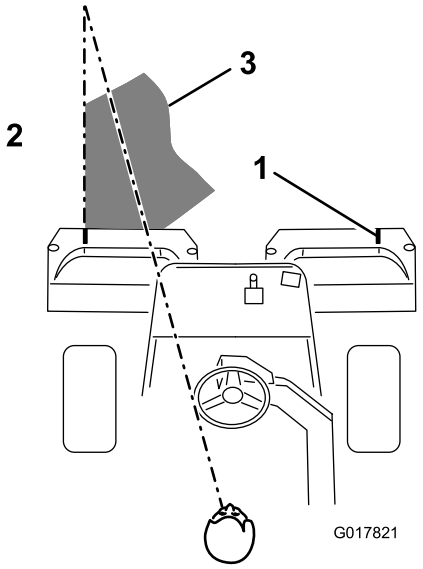

Figur 38
3. Overlapp den forrige retursnarveien minimalt. For at du skal klippe i en rett linje over greenen og holde maskinen på lik avstand fra kanten på den forrige lengden du klippet, må du lage deg en siktelinje på ca. 1,8–3 m fremfor maskinen til kanten på den delen av greenen du ikke har klippet enda (Figur 38). Noen synes at det hjelper å inkludere den ytre kanten på styrehjulet som en del av siktelinjen, dvs. holde kanten på styrehjulet i en rett linje i forhold til et punkt som alltid har samme avstand til fronten på maskinen (Figur 38).